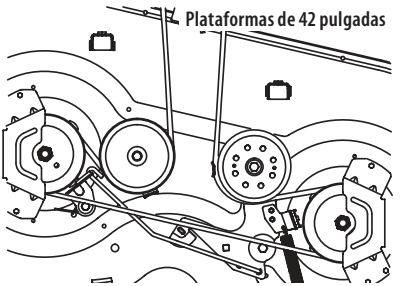
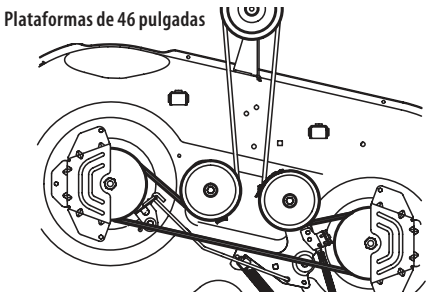
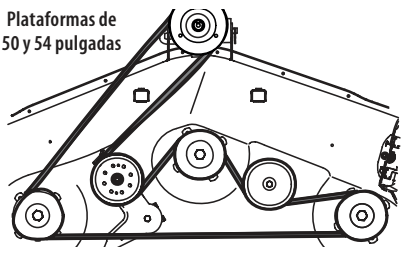

Fig. 56
Fig. 57
Fig. 58
4. Coloque la correa nueva como se muestra en la figura correspondiente. Consulte la Fig. 56 para plataformas de 42 pulgadas, la Fig. 57 para plataformas de 46 pulgadas y la Fig. 58 para plataformas de 50 pulgadas y 54 pulgadas.